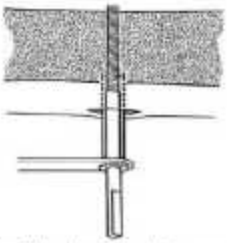

Figura 12: Tornillo sobresale de la segunda cortical.
11. Normalmente se requieren otras 5 o 6 medias vueltas para garantizar que unos 2 mm del tornillo sobresalgan más allá de la segunda cortical (Figura 12)